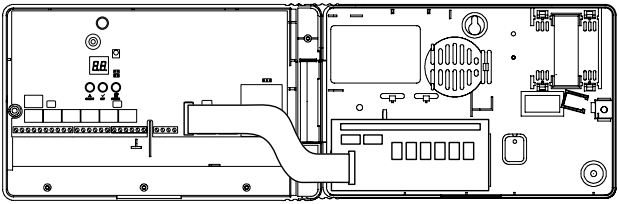

Fig. 6. Plassering av relékortet
2. Hold relékortet på plass i bunnen av kabinettet (se fig. 6) og trykk det fast på avstands-stykkene. Releene bør være øverst og flatkabelen til venstre.